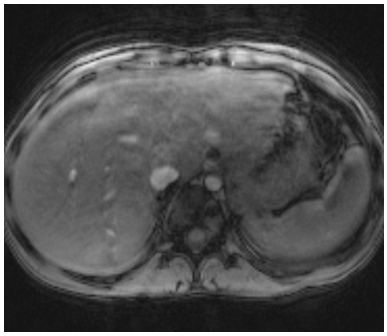

Figure 3 Examples of unacceptable artefact
- An example of unsuitable breathing artefact is shown in Figure 3. Please re-acquire the whole set without artefact.